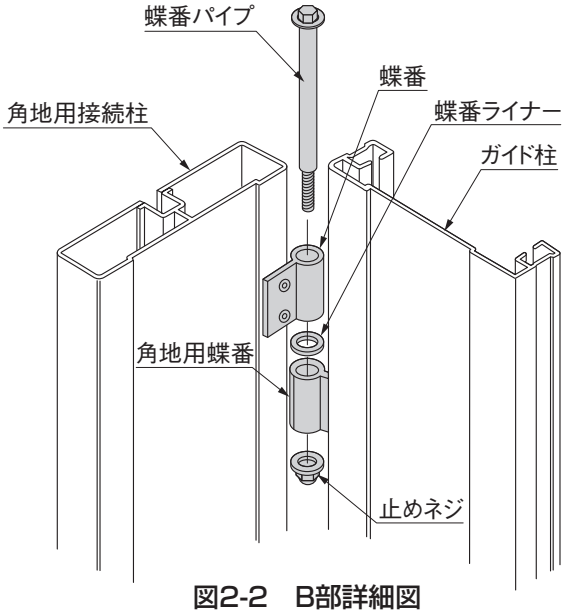

図2-2　B部詳細図
❸ 角地用接続柱上部の蝶番に仮組みしている蝶番パイプ、蝶番ライナー、止めネジを外してください。
❹ 角地用蝶番と蝶番のあいだに蝶番ライナーをはさみ、蝶番パイプを蝶番の上から差込んで止めネジで固定してください。（図2-2参照）
❺ 下部も同様に取付けてください。